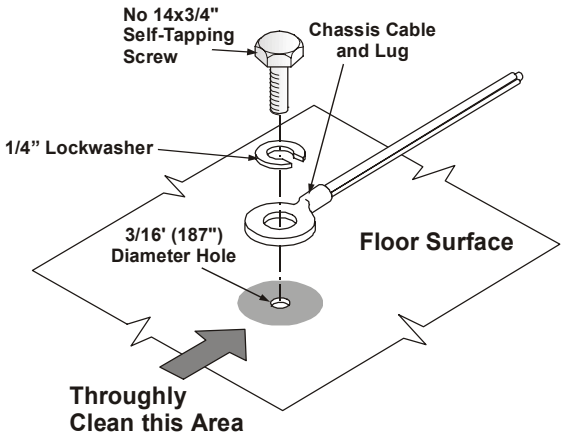

Figure 19. Wire Attachment to Chassis
1. *It is recommended to attach the black (ground) wire to the vehicle's chassis. The point of attachment should be located as close as possible to the radio. Refer to Figure 19.*